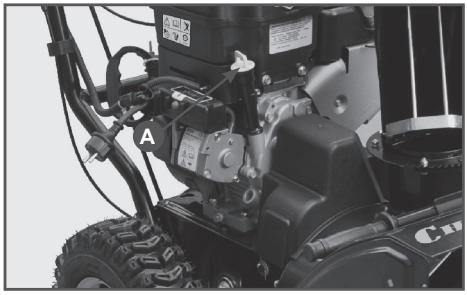

**Рис.6 Заправка маслом нового двигателя**
2. Снимите крышку/щуп маслозаливного отверстия (А) Рис.6.